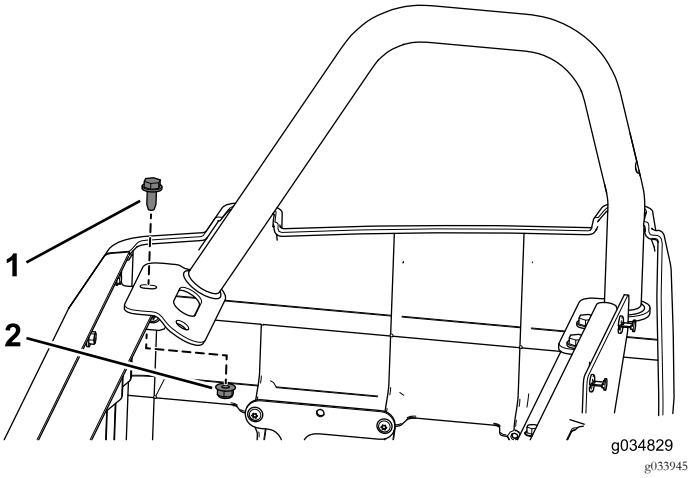

Figuur 50
1. Gebruik de flensbout (3/16 x 3/4 inch) en flensmoer die u eerder verwijderd hebt om de heupsteun rechts achteraan te bevestigen aan de achterste stoelbasis (Figuur 50).